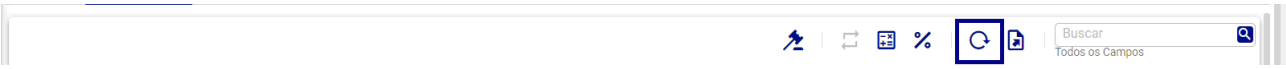

Figura 336: Atualizar
- **Atualizar (Figura 336):** Recarrega os dados exibidos na tela.